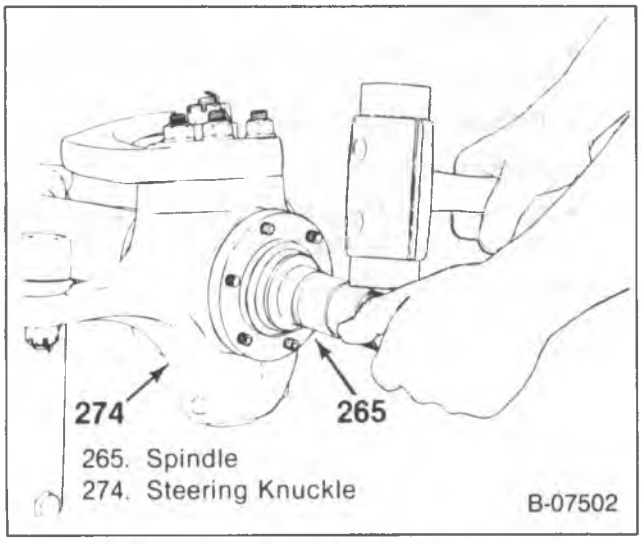

Figure 51—Removing the Spindle
3. Nuts (261) and plate (263) (V1 and V2 models).
4. Nuts (261), washers (262), plate (263) and bracket (264) (V3 models).
5. Spindle (265) from the steering knuckle (274).
- Tap the end of the spindle with a plastic or rubber mallet to break it loose from the steering knuckle (274) (figure 51).
7. Bearing seal (267) and shaft bearing (266) (figure 51).